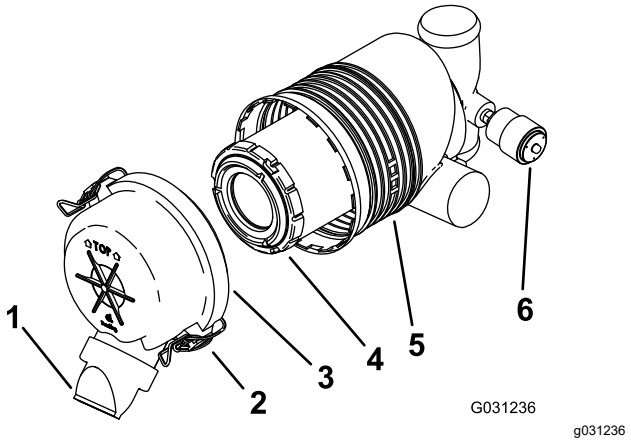

Figuur 41
Belangrijk: **Vervang het luchtfilter uitsluitend als de onderhoudsindicator rood is (Figuur 41). Als u het luchtfilter vervangt voordat dit nodig is, wordt de kans dat er vuil in de motor komt wanneer u het filter verwijdert alleen maar vergroot.**
5. Maak de sluitingen op het luchtfilter los en trek het luchtfilterdeksel van de luchtfilterbehuizing (Figuur 41).
- Als het onderhoudsindicator doorzichtig is, monteer dan het luchtfilterdeksel met de stofkap naar beneden gericht en maak de sluitingen vast (Figuur 41).
1. Schuif het filter voorzichtig uit de luchtfilterbehuizing (Figuur 41).
3. Monteer het filter voorzichtig (Figuur 41).
4. Monteer het luchtfilterdeksel met de stofkap naar beneden gericht en maak de sluitingen vast (Figuur 41).